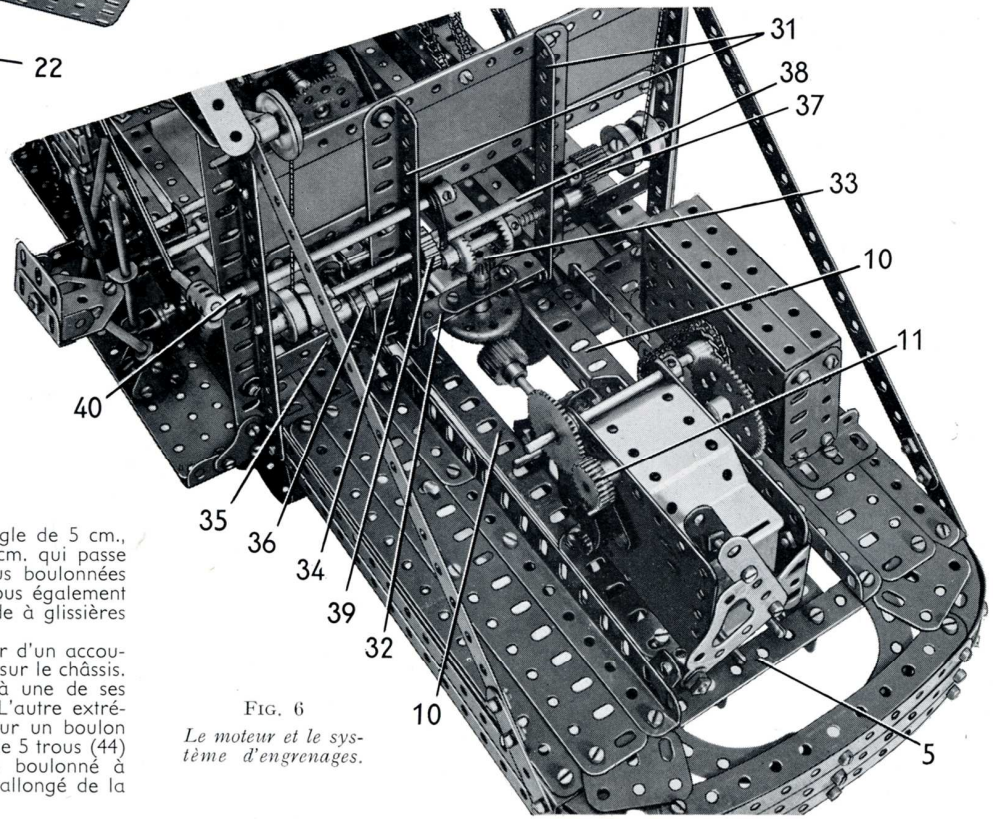

FIG. 6 *Le moteur et le système d'engrenages.*
Deux cornières de 11 trous (31) sont reliées aux cornières (10) par des équerres d'angle, et chaque cornière est rattachée à l'une des cornières (2) par une bande de 6 trous. Les cornières (31) sont reliées par deux plaques flexibles de 14×6 cm. qui se recouvrent sur 7 trous et qui sont bordées par deux bandes de 15 trous. Ces dernières sont rattachées aux cornières (2) par des équerres. Une bande coudée de 60×12 mm. (32), sur laquelle est boulonné un bras de manivelle double, est fixée entre les extrémités inférieures des cornières (31) (fig. 6).
Une roue de champ de 50 dents qui engrène avec le pignon (16) (fig. 6) est fixée sur une tringle de 4 cm. montée dans la bande coudée (32) et dans le moyeu du bras de manivelle double. Un pignon de 19 dents (33) est fixé sur la partie supérieure de la tringle. Un axe perpendiculaire (34) formé par une tringle de 13 cm. qui passe dans les cornières (31) porte deux roues de champ de 25 dents, placées de chaque côté du pignon (33), et un ressort de compression est placé entre chaque roue et l'une des cornières (31).
pivot (35) (fig. 6). L'un des bras du levier est prolongé par une tringle de 2,5 cm. tenue dans un support de rampe, et une cheville filetée est passée dans l'autre bras. Cette cheville s'engage dans la gorge d'une poulie folle de 12 mm. (36), de chaque côté de laquelle se trouvent un disque de 19 mm. et une bague d'arrêt. Un pignon de 19 dents sur la tringle (34) vient en contact avec un pignon de 19 dents, 12 mm. de largeur (37) monté sur une tringle de 20 cm. (38). Cette dernière porte deux paires de roues à boudin de 19 mm. et une roue à rochet (39). Un cliquet à moyeu, monté sur une tringle de 11,5 cm. (40) vient agir sur la roue à rochet ; une poignée, formée d'une tringle de 4 cm. tenue dans un accouplement, permet de dégager le cliquet.